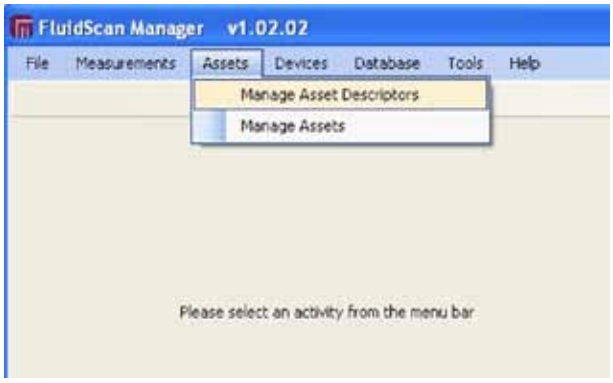

Figure 2.5-2, Manage Asset Descriptors Drop-Down menu
2. Select **Manage Asset Descriptors** from the "Assets" drop-down menu, Figure 2.5-2.